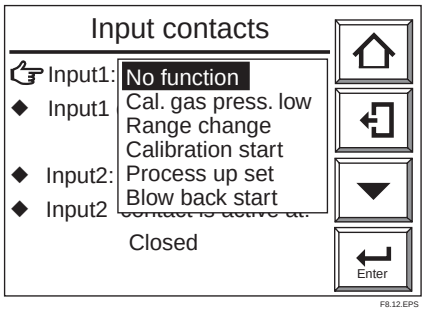

Figure 8.12 Input Contacts Display
(5) Select Input1 in that display. The Input contacts display then appears, as shown in Figure 8.12.
(6) Select Calibration start.
(7) Select Input1 “closed.” An Open or Closed selection display then appears.
(8) Choose Open.